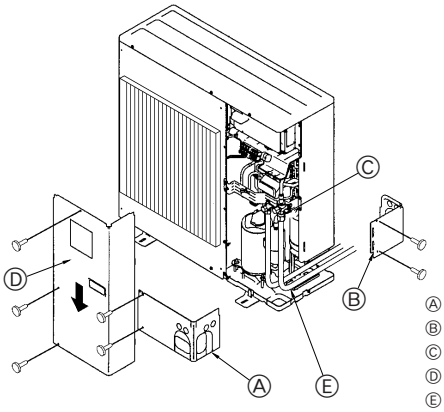

Fig. 4-3
① Die Kappe entfernen, den Handgriff nach vorne ziehen, und zum Öffnen um 1/4 Umdrehung gegen den Uhrzeigersinn drehen.
② Sicherstellen, daß das Absperrventil vollständig offen ist, den Handgriff eindrücken, und die Kappe zurück in Ausgangsstellung drehen.
4.3. Kältemittelrohrleitung (Fig. 4-3)